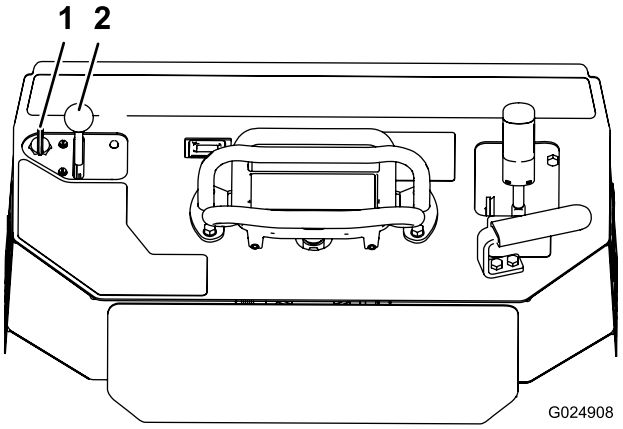

Figuur 19
1. Zet de gashendel halverwege tussen Langzaam en Snel (Figuur 19).
2. Draai het contactsleuteltje naar de stand Aan (Figuur 19). Laat het sleuteltje los zodra de motor aanslaat.
3. Zet de gashendel in de gewenste stand (Figuur 19).
2. Zet de gashendel op Langzaam (Figuur 19).
3. Draai het contactsleuteltje op Uit (Figuur 19).